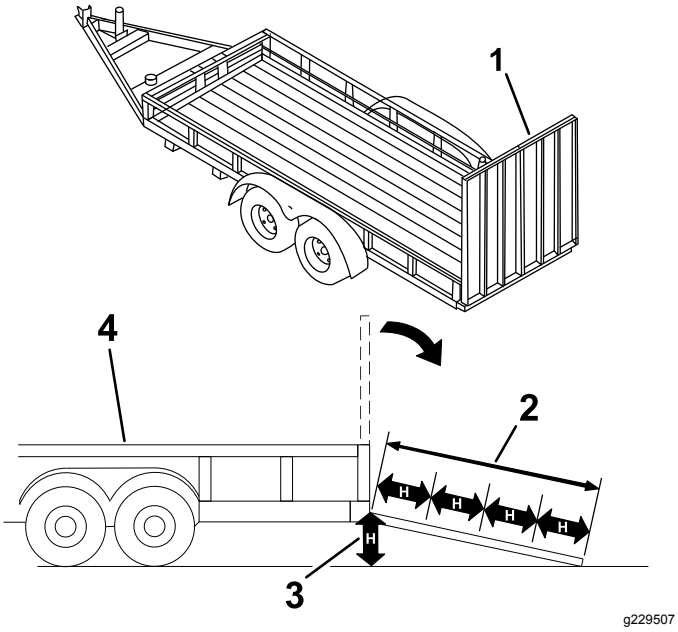

**Figuur 27**
**Als een machine wordt geladen op een aanhanger of een vrachtwagen, wordt de kans vergroot dat de machine kantelt. Dit kan ernstig lichamelijk letsel of de dood veroorzaken (Figuur 27).**